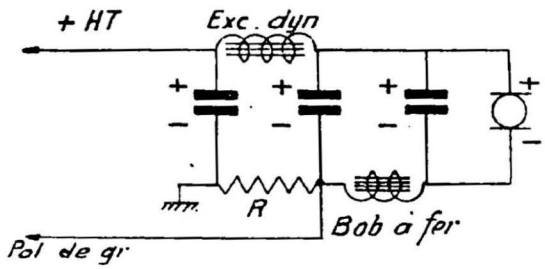

Fig. 8. — Filtre à double cellule procurant une tension de polarisation.
Fig. 8. — Supposons une lampe dont la grille est polarisée normalement à 4 volts négatif définissant le point de fonctionnement au point A de la caractéristique plaque. Une émission faible (F) appliquée à cette grille sera amplifiée par exemple 100 fois. Supposons maintenant une tension alternative QUELCONQUE mais importante F' déplaçant le point de polarisation A en C et D. Le coefficient d'amplification sera alternativement renforcé ou diminué mais avec prédominance du renforcement.
L'une consiste à prévoir une deuxième cellule de filtrage avec une résistance intercalée dans le négatif (fig. 8). C'est la chute de tension sur cette résistance qui sert de tension de polarisation.